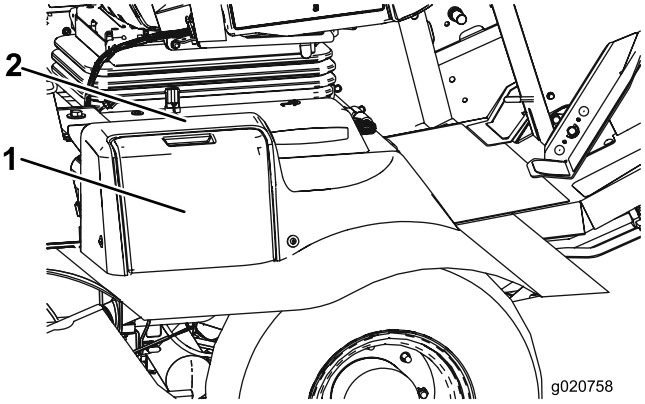

Figur 54
1. Öppna batterikåpan (Figur 54) på sidan av höljet.
Obs: Tryck ned den plana ytan ovanför batterikåpan för att göra det enklare att ta bort kåpan (Figur 54).